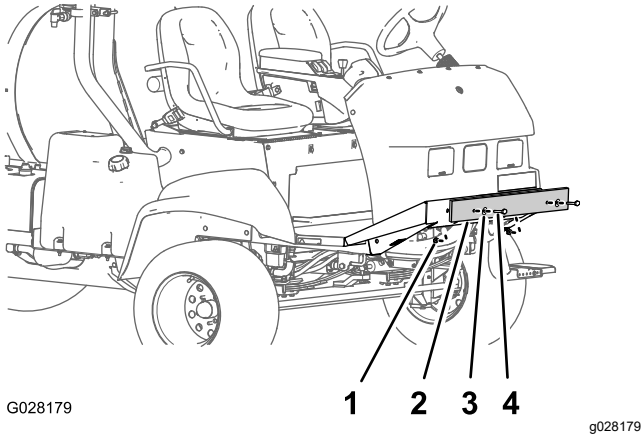

Figura 9
1. Retire os parafusos, anilhas e porcas que fixam o para-choques de transporte à placa do chassis dianteira (Figura 9).
2. Remova o para-choques de transporte da máquina (Figura 9).